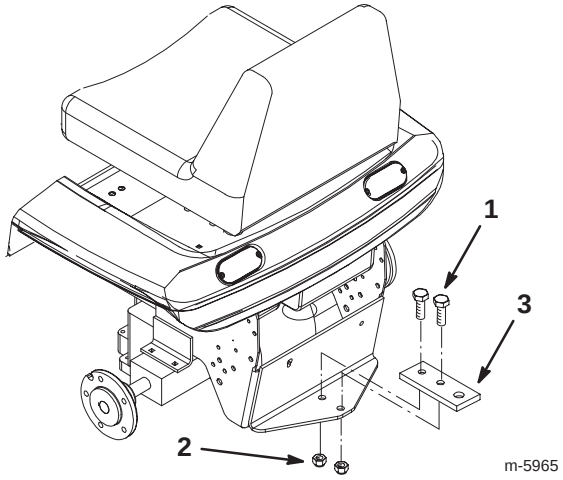

Bild 4
5. Montieren Sie die Verlängerung der Anbauvorrichtung mit den zwei Schrauben (1/2 x 1-1/4 Zoll) und den zwei Sicherungsmuttern (1/2 Zoll) am Traktor (Bild 4).